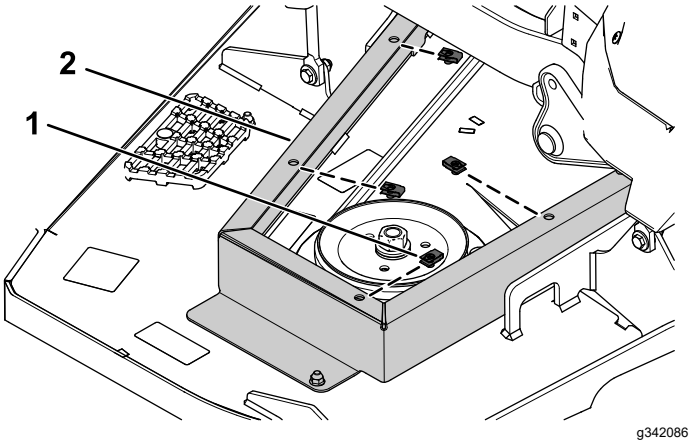

Figur 8
3. Montera fyra klämmor på det vänstra remskivefästets skydd (Figur 8).